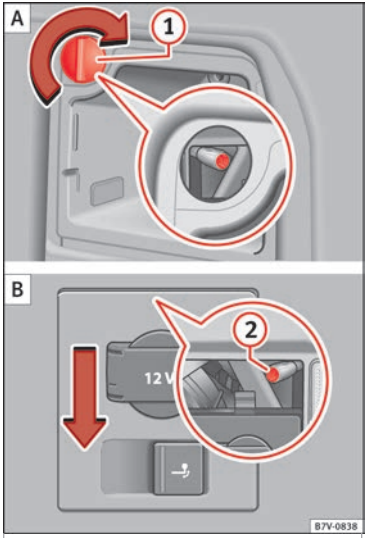

Fig. 219 On the side of the luggage compartment: removing the left and right hand side rear lights. ① remove the cap; ② attachment screw
3.	Rotate the cap (1) 90° in the direction of the arrow and remove it.
4.	Unscrew the attachment screw ››› Fig. 219 (2) using the screwdriver from the vehicle tool kit ››› page 244. The bolt is secured in its position.